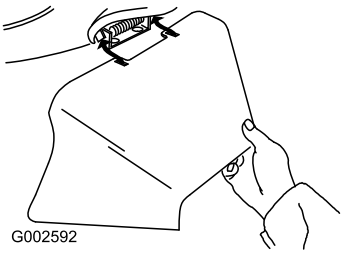

Figur 30
3. Montera sidoutkastarriktaren och stäng luckan till riktaren (Figur 30).